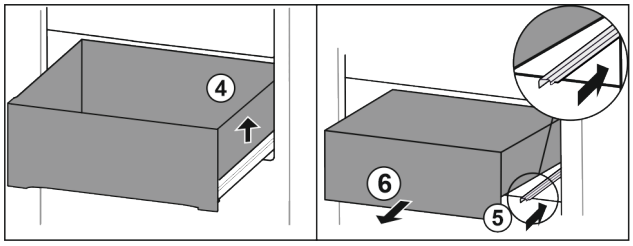

Fig. 128
- ▶ Ridicați sertarul din dreapta. *Fig. 128 (4)*
- ▶ Inserați șina din dreapta. *Fig. 128 (5)*
- ▶ Extrageți sertarul spre înainte. *Fig. 128 (6)*